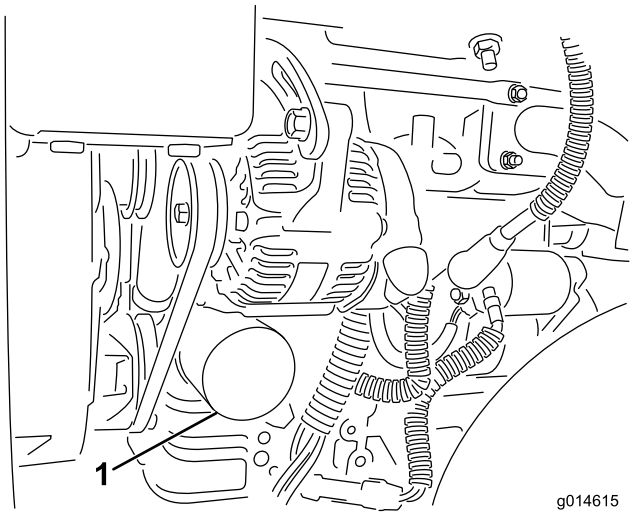

Figur 48
2. Fjern oliefilteret (Figur 48). Påfør et let lag ren olie på den nye filterpakning.